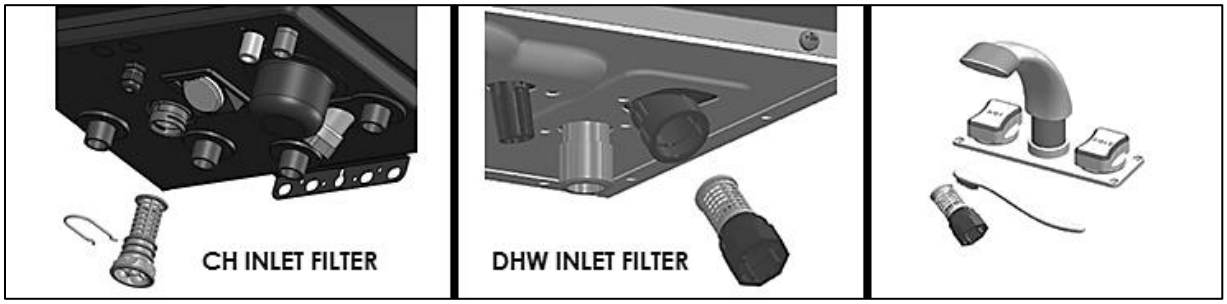

Figure 56 – Cleaning the Inlet Filter
5. Remove the DHW inlet filter. Then clean it with a toothbrush and clean running water. See Figure 56.